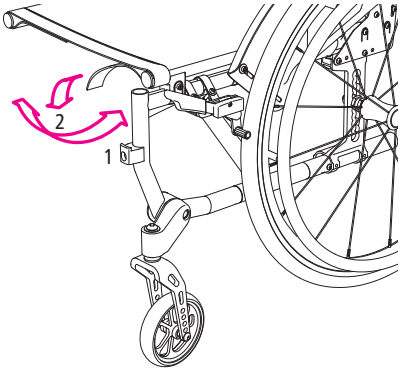

afb. 10
1. Maak eerst het klittenband vooraan aan de onderkant van de zitting los (1, afb. 10) en verwijder vervolgens de banden van de zitbuizen aan de zijkant.
2. U kunt nu de band naar achteren onder het zitvlak opbergen (2, afb. 10). Dit leidt tot een vermindering van de zithoogte met 30 mm.